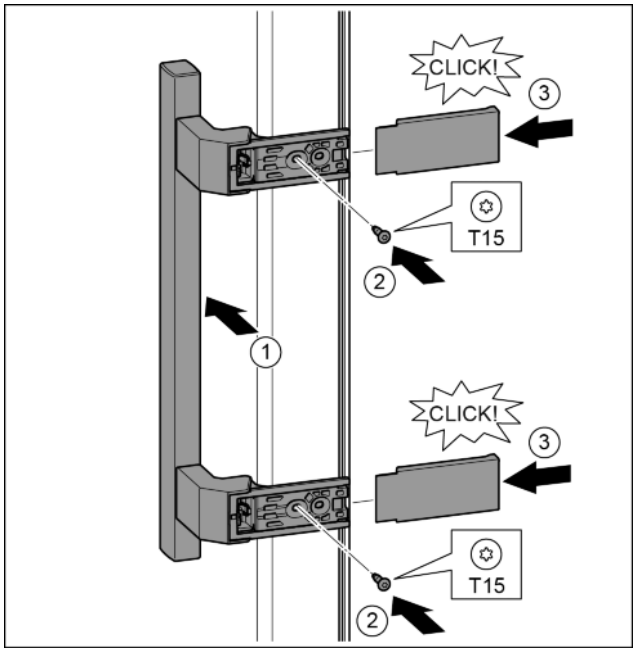

Fig. 20
▶ Position the handle on the other side. *Fig. 20 (1)*
▶ Tighten the screws with the T15 screwdriver. *Fig. 20 (2)*
▶ Position the covers on the side and push in. *Fig. 20 (3)*